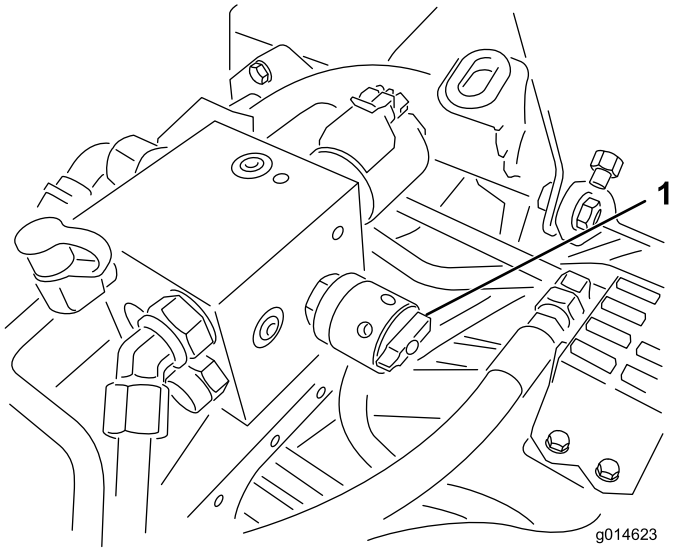

Figur 51
6. Drej hastighedsregulatoren til knivcylindre til indstillingen 1 (Figur 51).